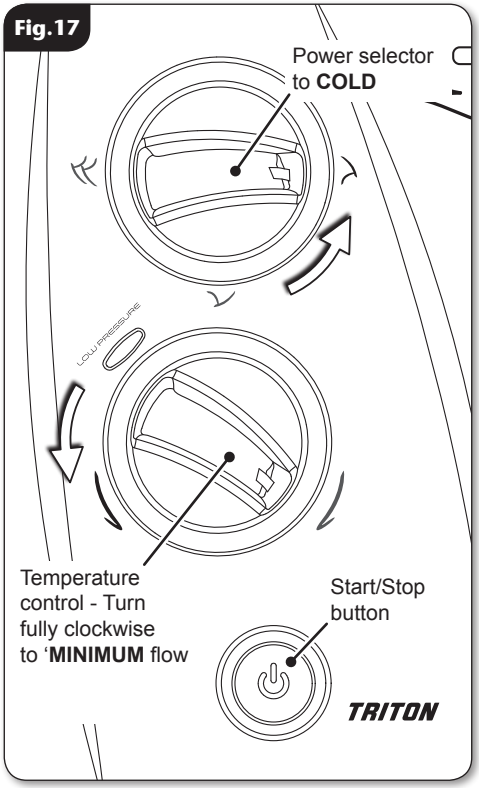

Fig.17
1. Before turning on the electric and mains water supplies to the shower, make sure that the power selector is at the **'COLD'** position and the temperature control is turned to fully clockwise to '**MINIMUM**' flow **(fig.17).**
3. Press the **Start/Stop** button **(fig.17)** and wait until water starts to flow from the flexible hose.